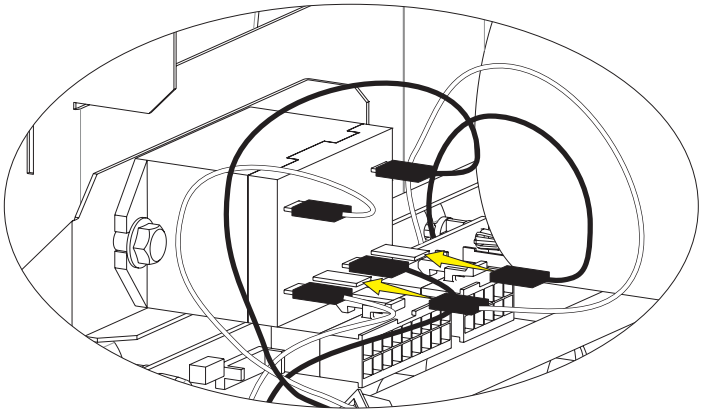

Figure 18
22. Remove the insulating caps from the black and white wires from the wall furnace’s main power harness labeled “Humidification Tray Relay” and plug them into the terminals on the relay. **See Figure 18.**